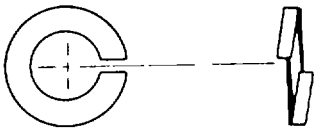

Figure 2-30. Split Lockwasher
(2) AN part number. The AN washer code designation indicates type of washer, material, inside and outside diameter and thickness. Specific details and dimensions can only be definitely determined by referring to the particular AN standard
b. Lockwashers. Use lockwashers, MS35338 (split type) or MS35335, MS35336, MS35790 (internal, external, or countersunk teeth type), as shown in figures 2-30 and 2-31, with plain nuts when self-locking or castellated-type nuts are not applicable. Lockwashers may be used to prevent loosening of threaded fasteners in airframe construction under the following conditions: